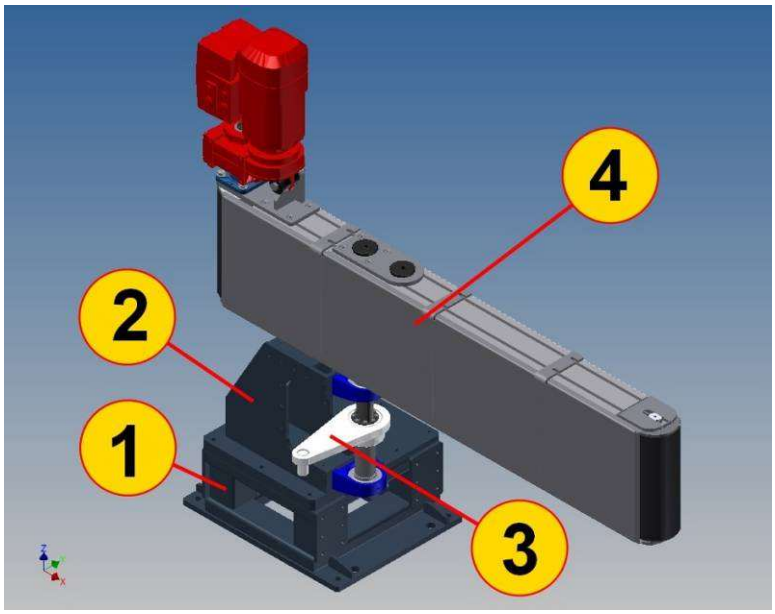

Figura 77: struttura del singolo deviatore orizzontale.
- due deviatori orizzontali a nastro formati da (v. Figura 77):